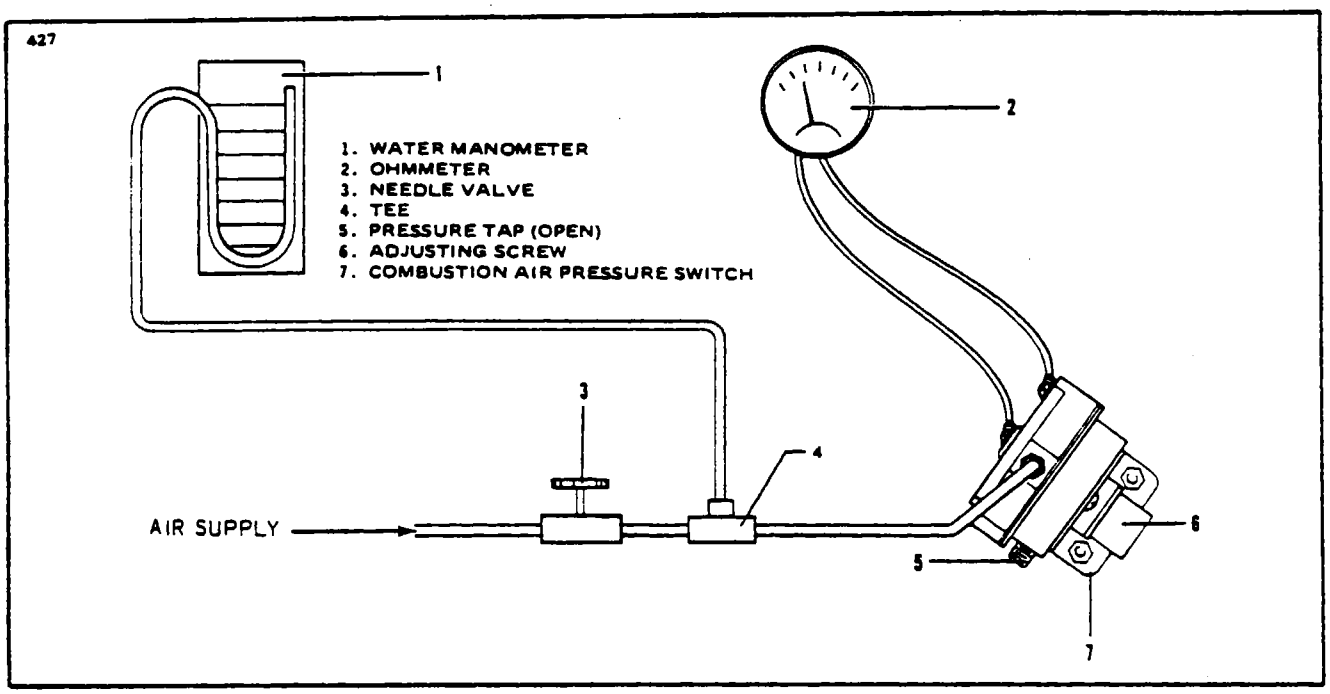

Figure 13-22. Test Setup - Combustion Air Pressure Switch
i. The combustion air pressure switch must respond to delicate pressure changes and should always be checked and/or replaced at overhaul. (Refer to Paragraph 13-75 and Figure 13-22.)
13-75. TESTING COMBUSTION AIR PRESSURE SWITCH. (Refer to Figure 13-22.)